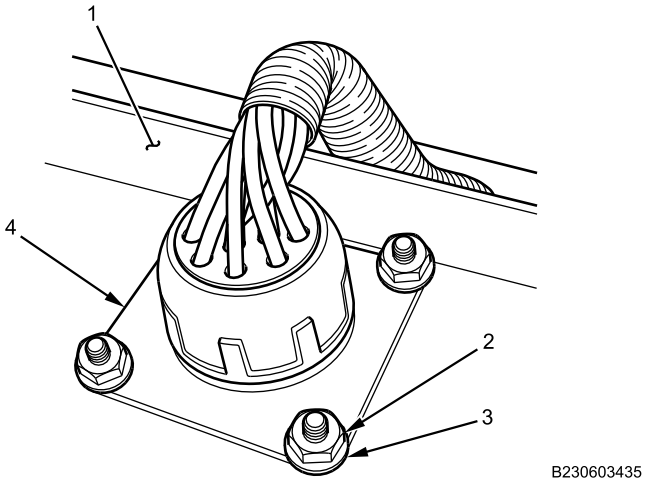

Figure 2. Rear Trailer Hookup Removal.
3. Remove four nuts (Figure 2, Item 2) and four washers (Figure 2, Item 3) securing rear trailer hookup cover and connector (Figure 2, Item 4) to rear cover plate (Figure 2, Item 1).